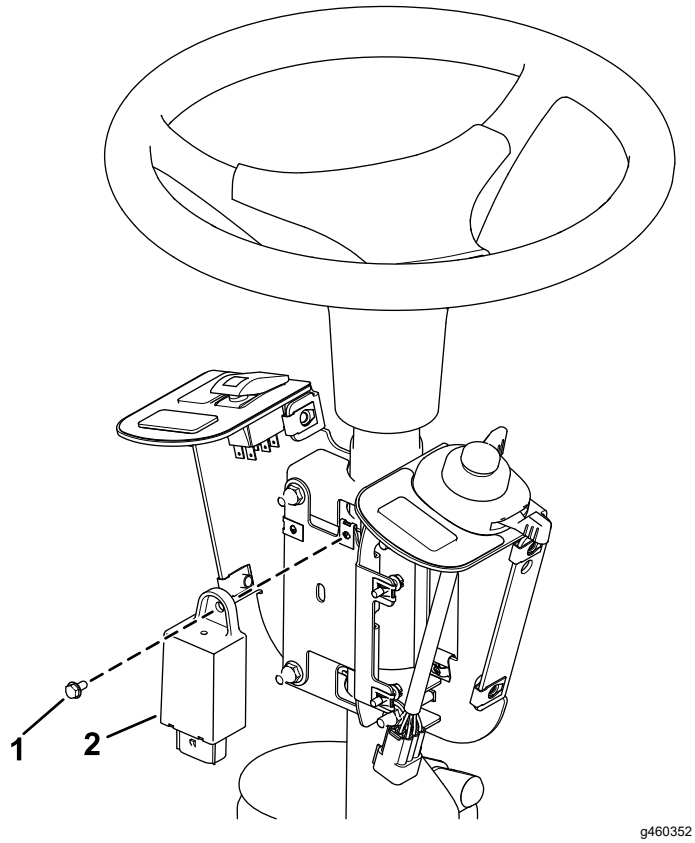

Figur 6
4. Monter blinklyset på sikringsmonteringspladen med en skrue (nr. 10 x ⅜") som vist i Figur 6.